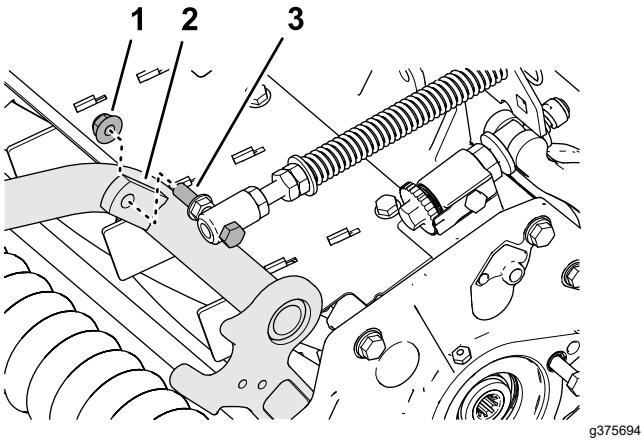

Figur 13
4. Montera gräsutjämningsfjäderns huvudskruv på bärramens högra flik (Figur 13) med flänslåsmuttern (⅜ tum).